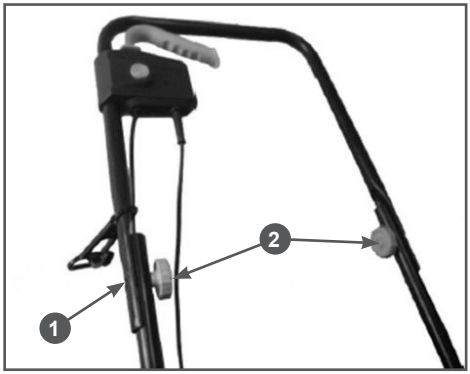

Рис. 5 Соединение верхней и нижней части рабочей рукоятки
4. Соединить верхнюю и нижнюю части рабочей рукоятки. Совместите отверстия в верхней и нижней частях рабочей рукоятки и соедините их болтами 1 и гайками 2, как показано на Рис. 5.